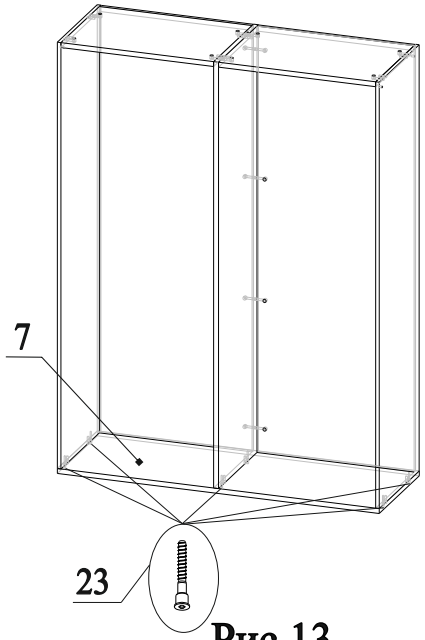

Рис.13
24. Соединить деталь 7 с деталями 4, 5 и 6, закрутив конфирматы 23 (рис.13);